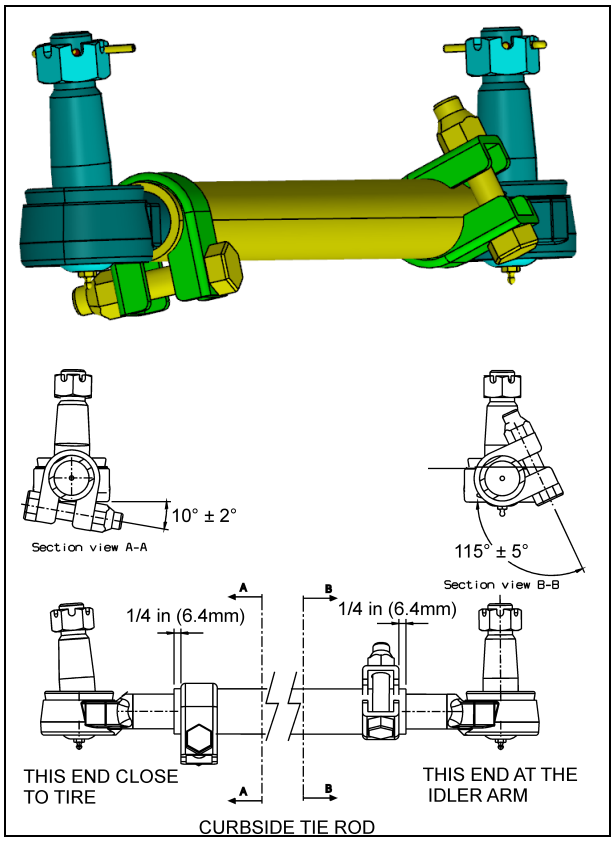
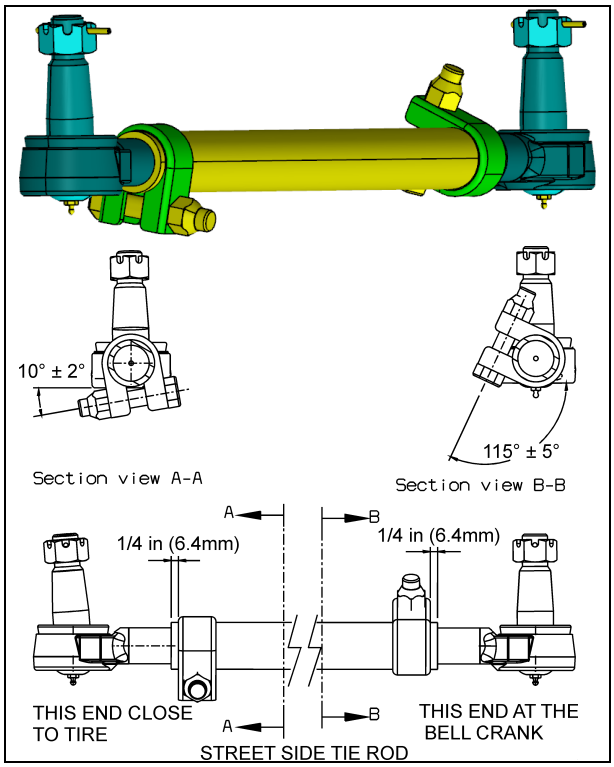

FIGURE 26: CURBSIDE TIE ROD - CLAMPS POSITION 16199
FIGURE 27: STREET SIDE TIE ROD - CLAMPS POSITION 16200
3. While performing a full left and right turn, check for proper position of the tie rod end clamp bolt and nut and drag link end clamps in order to avoid clamps interfering with close parts. Refer to FIGURE 26 & FIGURE 27 for location and positioning of clamp bolts and nuts. Reposition if required.
Reinstall tie rod clamp as per FIGURE 26 & FIGURE 27 as they might interfere with other components.